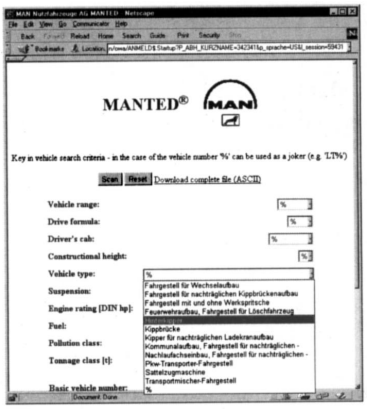

图28-7 选择汽车类型
4) 选择一组汽车。注意用户可以指定一系列参数。如果想启动演示程序，最好从 Vehicle Type列表中选择要演示的对象(见图28-7)。